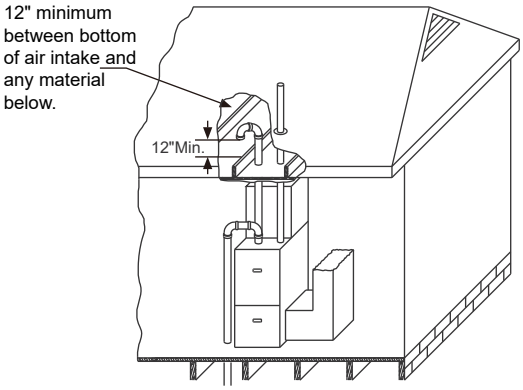

Fig 7-11 Attic and Crawl Space Combustion Air Termination
3. **VENTILATED COMBUSTION AIR**: Combustion air is supplied through a PVC or ABS pipe that is connected to the PVC coupling attached to the burner box and is terminated in a ventilated attic or crawl space. The combustion air and the vent pipes are not terminated in the same atmospheric zone. Refer to Figure 7-11 for attic and crawl space termination. Only the combustion air intake may terminate in the attic. The vent must terminate outside.